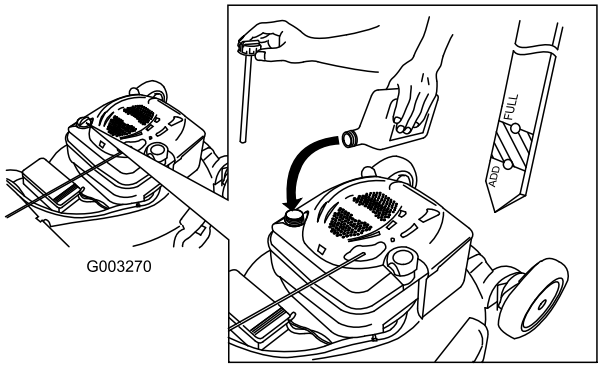

**Figur 6**
2. Ta ut oljestickan (Figur 6) och häll på olja i påfyllningsröret till ungefär 3/4 av vevhusets oljekapacitet.
5. Ta ut oljestickan och läs av oljenivån, se Figur 6.
- Om oljenivån är för låg fyller du sakta på lite olja i oljepåfyllningsröret och upprepar sedan steg 3 till 5 tills korrekt oljenivå har uppnåtts enligt Figur 6.